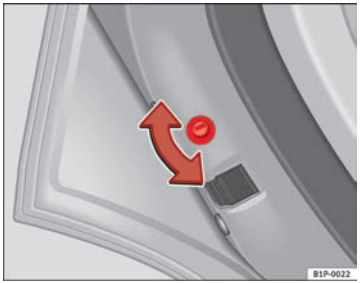
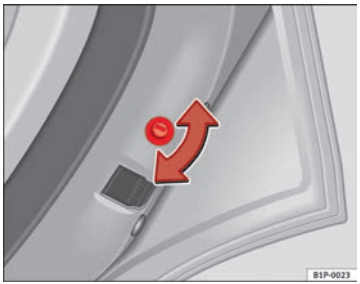

Fig. 59 Sicura per bambini della porta sinistra
Fig. 60 Sicura per bambini della porta destra
– Con la porta aperta, girare con la chiave del veicolo la feritoia in senso orario per le porte a sinistra e antiorario per le porte a destra ⇒ fig. 59, ⇒ fig. 60.
– Con la porta aperta, girare con la chiave del veicolo la feritoia in senso orario per le porte a destra e antiorario per le porte a sinistra ⇒ fig. 59, ⇒ fig. 60.